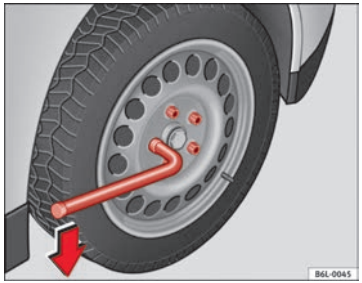

Fig. 134 Changing the wheel: loosen the wheel bolts
– Grasp the box spanner by the end turn it about one full turn to the **left** ⇒ fig. 134.